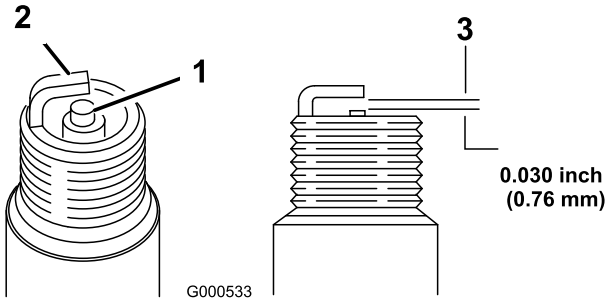

Figura 26
5. Regolate la distanza tra gli elettrodi della nuova candela a 0,76 mm (Figura 26).